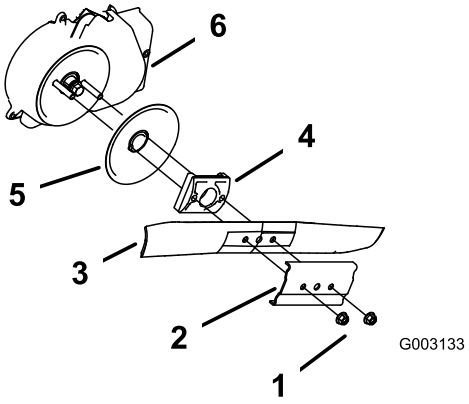

Bild 33
3. Entfernen Sie die beiden Messermuttern und die Verstärkung (Bild 33).
4. Nehmen Sie das Messer heraus (Bild 33).
5. Nehmen Sie den Messermitnehmer und die Scheibe heraus (Bild 33).
6. Entfernen Sie die Abdeckung der Feststellbremse (Bild 33).
10. Bauen Sie das zuvor ausgebaute Messer und die Verstärkung wieder ein (Bild 33).